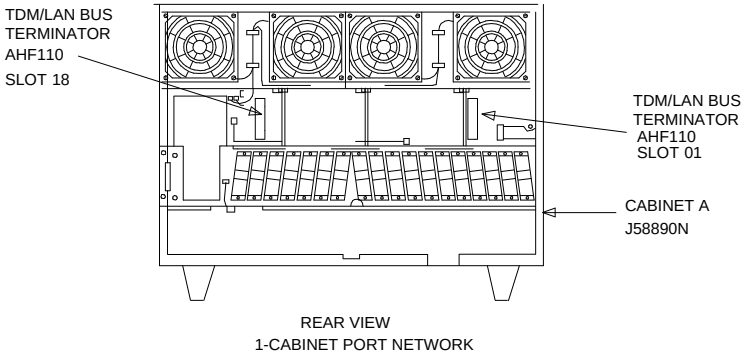

Figure 1-7. Locations of TDM/LAN Bus Terminators for Single-Cabinet EPN
1. If the EPN has only one single-carrier cabinet, verify that the two AHF110 TDM/LAN bus terminators are located per Figure 1-7.